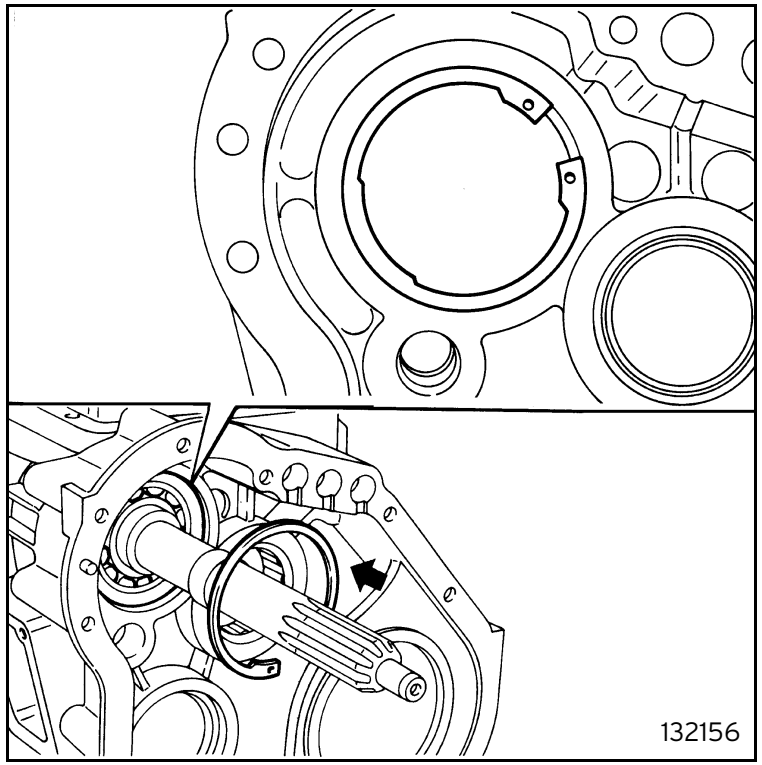

Fig. 57
- fit the main shaft bearing, clutch side, then fit the circlip (figure 57);